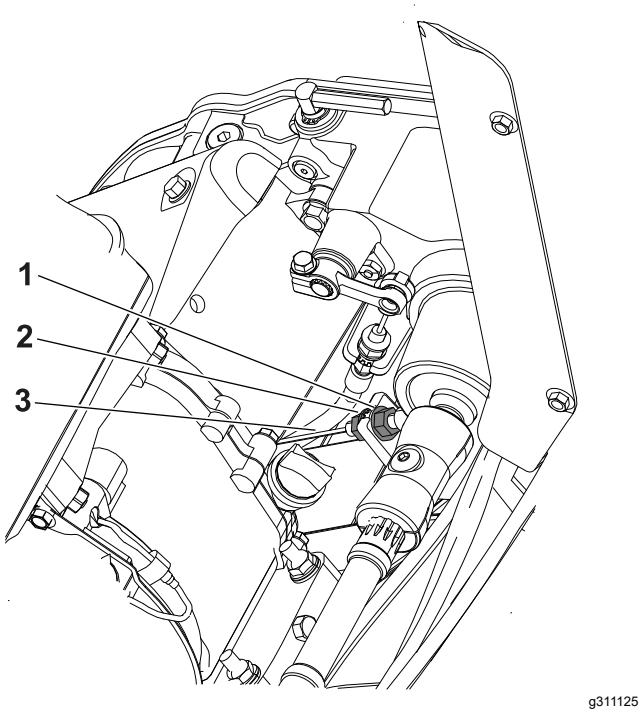

**Figuur 34**
2. Maak de achterste contramoer los en draai de voorste contramoer vast (Figuur 34).